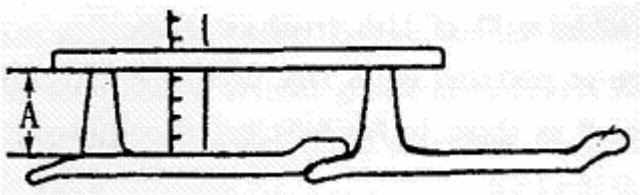

Рис. 5-33
4) Измерить высоту грунтозацепа (Рис. 5-33)